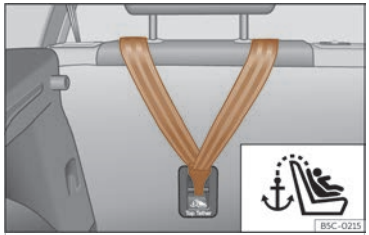
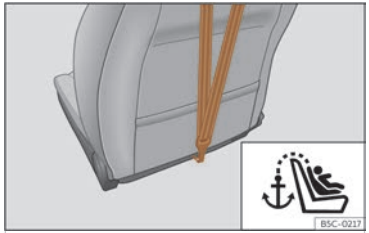

Abb. 43 Rückseite der Rücksitzbank: Verankerung für den Top Tether Haltegurt.
Abb. 44 Rückseite der Beifahrersitzlehne: Verankerung für den Top Tether Haltegurt (nicht in allen Märkten/Versionen erhältlich).
Kindersitze mit dem Top Tether-System sind mit einem Gurt für dessen Befestigung am Verankerungspunkt des Fahrzeugs ausgestattet. Dieser Verankerungspunkt befindet sich im hinteren Teil der Rückenlehne des Rücksitzes und des Beifahrersitzes [1] (mit dem Symbol gekennzeichnet) und bietet einen besseren Rückhalt >>> **(Abb. 43)**, >>> **(Abb. 44)**.
- Den Haltegurt verschieben und ordnungsgemäß an der Verankerung des hinteren Teils der Rücklehne befestigen ››› **(Abb. 43)** , ››› **(Abb. 44)**.